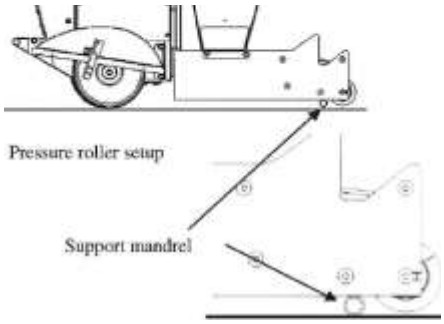

Fig. 5
f) Put the support mandrel under the unit to prevent pressure on the pressure roller that might create a permanent deformity. (Fig. 5)